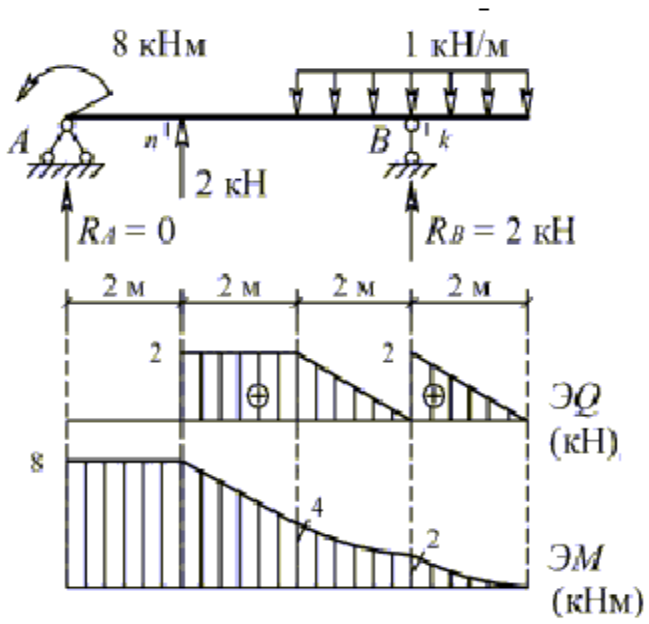

Рисунок 1.2.26
- найти максимальное и минимальное значение изгибающего момента в сечении k от подвижной системы связанных грузов, показанной на рис. 1.2.26.